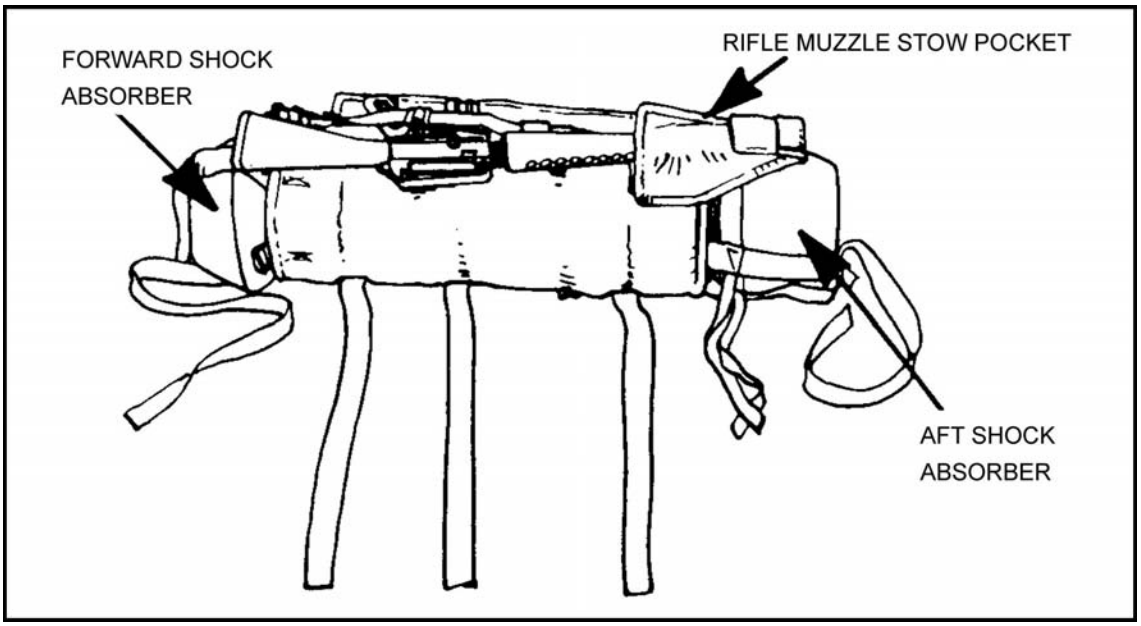

Figure 12-32. Rifle positioned.
(1) Insert a 20-round magazine into the magazine well (optional).
(2) Secure a 30-round magazine to the weapon sling, using adhesive tape (optional).
(3) Position the rifle on top of the pack, on top of the missile bipod, by inserting the rifle muzzle into the rifle muzzle stow pocket. The butt of the rifle pistol grip lies along the inner edge of the jump pack (Figures 12-32 and 12-33).